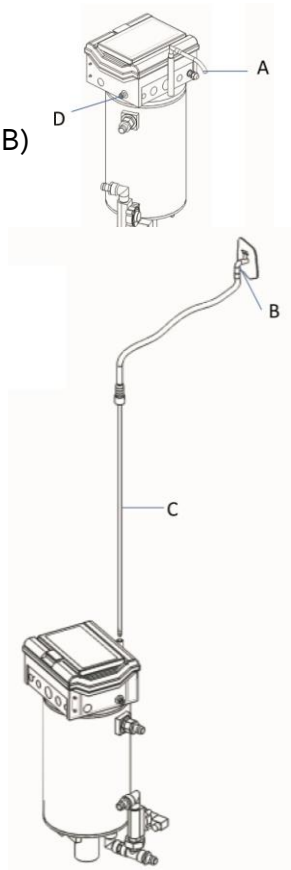

Figura 6. Procedimiento de limpieza del depósito calefactor.
- El tubo del respiradero siempre tiene que estar abierto. (Es un tubo transparente situado en la parte superior del depósito calefactor, identificado con la letra **A** en la Figura 6)
- Compruebe siempre antes de poner en marcha el calefactor el funcionamiento correcto de la bomba de recirculación con el botón manual de funcionamiento de esta (identificado con la letra **D** en la Figura 6).